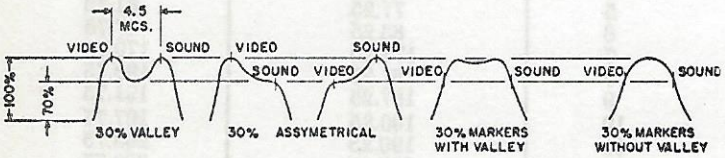
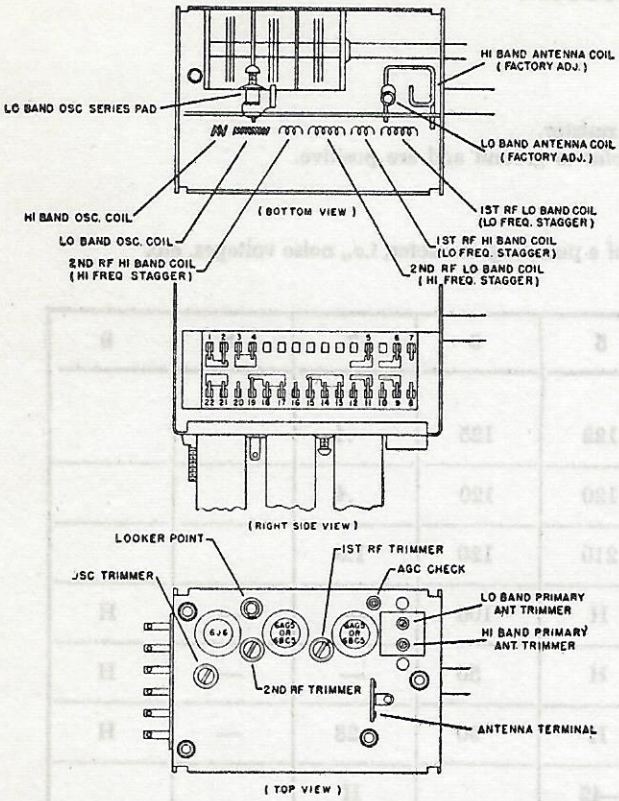

Fig. 17. Acceptable r-f pass bands
Fig. 19. Location of tuner alignment adjustments
(1) Turn range switch of the tuner to the Hi band (counterclockwise rotation of switch knob), rotate variable condenser to minimum capacity (clockwise rotation of tuning shaft), and adjust sweep generator for channel 13.
(2) With the scope switch in IF position, adjust scope gain, r-f sweep input level, inject required i-f picture marker (i.e., 26.25 Mc), and an r-f overtravel marker of 212.75 Mc.
(3) Adjust OSC. TRIMMER (Fig. 19) so that picture i-f marker and 212.75 Mc overtravel markers coincide on the i-f response characteristic on the scope.
(4) Remove the two self tapping screws used for fastening the tuner shield and slide shield off until a point is reached where coils on switch are exposed and accessible.
(5) Rotate variable condenser to maximum capacity (counterclockwise) and adjust sweep generator for channel 7.
(6) Inject r-f overtravel marker of 172.75 Mc.
(7) With a bakelite alignment tool, adjust the spacing of the turns of the HI BAND OSC. COIL (Fig. 19) so that Pix i-f marker and 172.75 Mc markers coincide. Spreading the coils apart will raise the oscillator frequency; squeezing the coils together will lower the frequency. After adjustment, slide shield back into its original position and note any frequency shift of markers. Slide shield off and compensate for the freqency shift by a slight readjustment of the Hi band oscillator coil. Slide shield back into original position and note if markers coincide. If they do not, repeat this process until proper adjustment is made and markers coincide.
(8) Repeat steps 1 to 7 inclusive until correct oscillator coverage of entire Hi band is obtained.
(9) Remove tuner shield completely, turn tuner range switch to Lo band position (clockwise), rotate variable condenser to minimum capacity and adjust sweep generator for channel 6.
(10) Inject Pix i-f marker and r-f overtravel marker of 84.75 Mc.
(11) With a bakelite alignment tool, adjust LOW BAND OSC. COIL (Fig. 19) so that the Pix i-f marker and 84.75 Mc marker coincide.
(12) Rotate variable condenser to maximum capacity (counter-clockwise) and adjust sweep generator for channel 2.
(13) Inject r-f overtravel marker of 54.25 Mc.
(14) Adjust LOW BAND OSC. SERIES PAD (See Fig. 19) until Pix i-f marker and 54.25 Mc marker coincide.
(15) Repeat steps (9) to (14) inclusive for satisfactory coverage of entire Lo band.
(16) Repeat step (1).
(17) Replace tuner shield. set scope switch to i-f position, and adjust scope gain.
(18) Inject a Pix i-f marker and a channel 13 Pix r-f marker (211.25 Mc).
(19) Rotate tuning shaft until Pix i-f marker and 211.25 Mc marker coincide on the i-f response. Do not disturb this setting of the variable condenser for the remainder of alignment of channel 13 r-f pass band.
(20) Set scope switch to RF, adjust scope gain and turn 1ST RF TRIMMER (Fig. 19) for maximum amplitude of first r-f amplifier response in the region of the r-f Pix marker.
(21) Inject Channel 13 sound r-f marker (215.75 Mc) and adjust 2ND RF TRIMMER (Fig. 19) for maximum amplitude of second r-f amplifier response in the vicinity of the r-f sound marker.
(22) Repeat steps (20) and (21) until desired pass band is obtained. See Fig. 17 for acceptable r-f band pass response shapes.
(23) Remove tuner shield as in step (4) and repeat step (5).
(24) Set scope switch to IF position, adjust scope gain, and inject required Pix i-f marker and channel 7 Pix r-f marker of 175.25 Mc.
(25) Rotate tuning shaft until Pix i-f marker and channel 7 Pix r-f markers coincide in i-f response. Do not disturb this variable setting for remainder of alignment of channel 7 r-f pass band.
(26) Set scope switch to RF position and with a bakelite alignment tool, adjust 1ST RF HI BAND COIL (Fig. 19) for maximum amplitude of 1st r-f amplifier response in region of the Pix r-f marker.
(27) Inject a channel 7 r-f sound marker of 179.75 Mc and adjust 2ND RF HI BAND COIL (Fig. 19) for maximum amplitude of 2nd r-f amplifier response in the region of the sound r-f marker.
(28) Repeat steps (26) and (27) until desired pass band is obtained, consistent with shapes shown in Fig. 17.
(29) Repeat steps (16) to (28) inclusive for satisfactory coverage of entire Hi band r-f response.
(30) Repeat step (9), set scope switch to IF position, adjust scope gain, and inject a channel 6 Pix r-f marker (83.25 Mc).